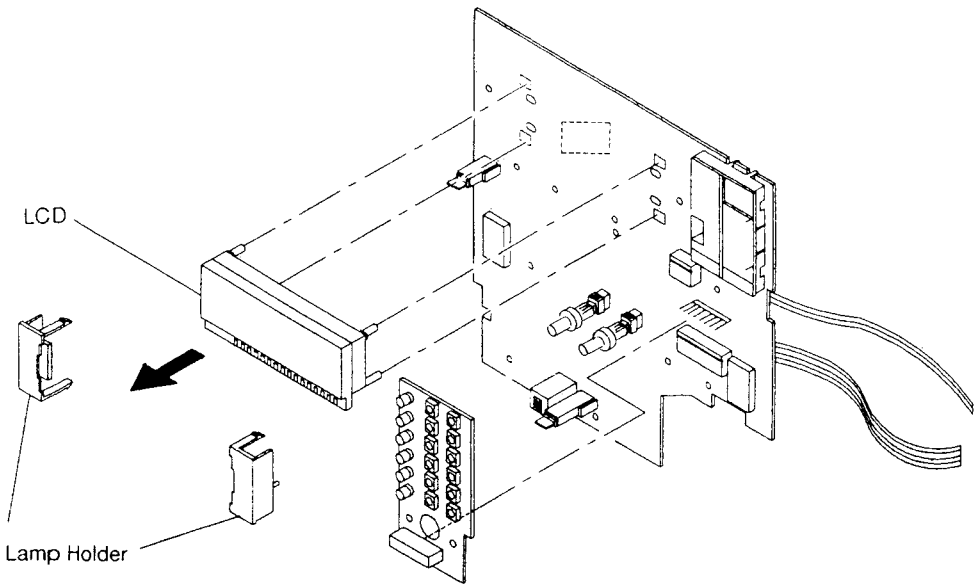

Fig. 13
(1) Remove 1 screw ⑯ from each side of the plate.
(2) Remove 8 screws ⑰ from the Display P.W.B.
14. **Removal of Lampholder. (Fig 13)**